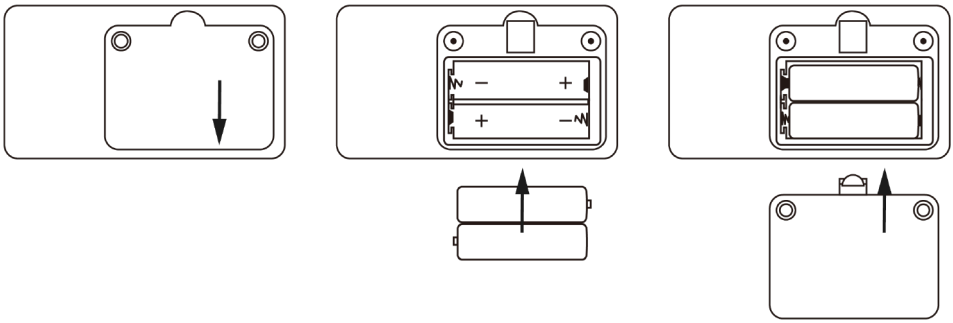

Figure 3. Installation des piles
A. reportez-vous à la figure 3. Utilisez un tournevis pour dévisser les deux vis du compartiment à piles situé à l'arrière du produit et ouvrez le couvercle arrière du compartiment à piles.